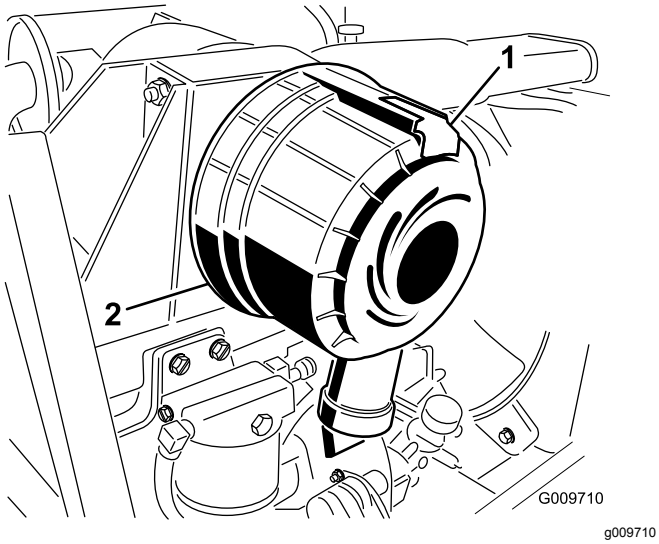

Figur 50
1. Dra ut spärren och vrid luftrenarkåpan motsols (Figur 50).